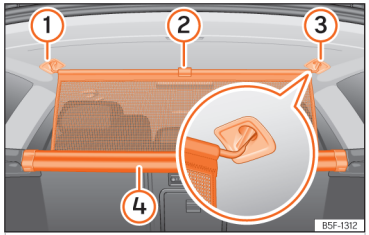

**Fig. 185** In the boot: securing the partition net.
- Pull up handle ››› Fig. 185 ② to remove the net from the casing ④.
- Hook in the net partition on the right or left side ③ (magnified image).
- Hook in the net partition into the housing on the other side ① by pulling the rod.